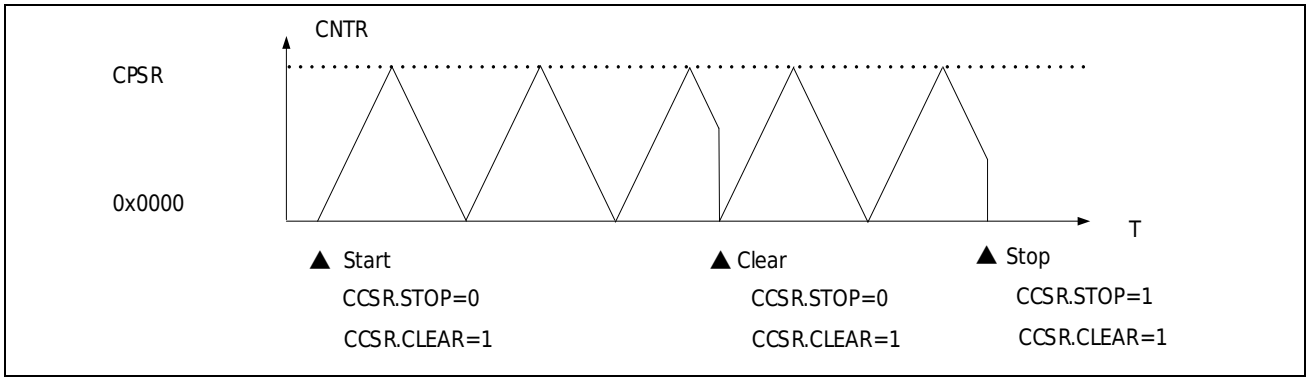

Figure 20-5 Timer4 Triangular Wave Mode Counting Action
2) The triangular wave counting operation and control flow are as Figure 20-5 shown.